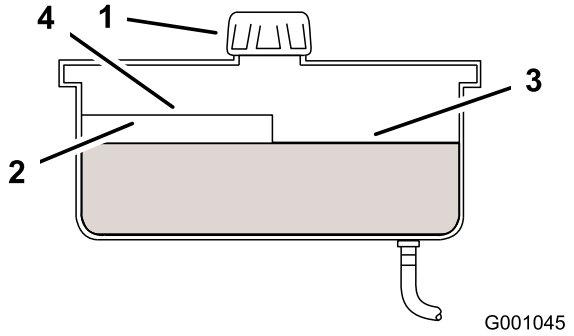

Figur 50
4. Rengør området omkring hydrauliktankens dæksel og påfyldningsstuds (Figur 50).
5. Fjern dækslet fra påfyldningsstudsen. Kig i tanken for at se, om der er væske i beholderen (Figur 50).
Bemærk: Væskestanden skal nå op til toppen af varm-niveauet på pladen, når væsken er meget varm (Figur 50).